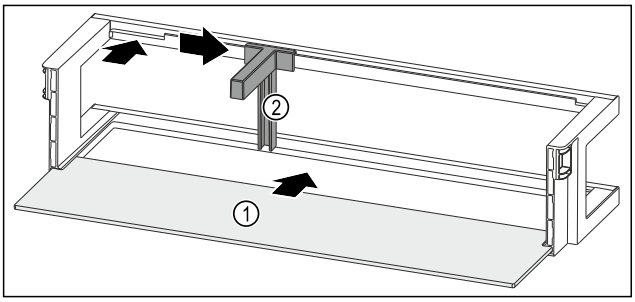

Fig. 196 Raft montat pe ușă cu raft
▶ Împingeți în interior raftul *Fig. 196 (1)* în degajările laterale.
▶ Introduceți suportul pentru sticle *Fig. 196 (2)* în degajare.
▶ Împingeți în lateral suportul pentru sticle *Fig. 196 (2)* în poziția dorită.